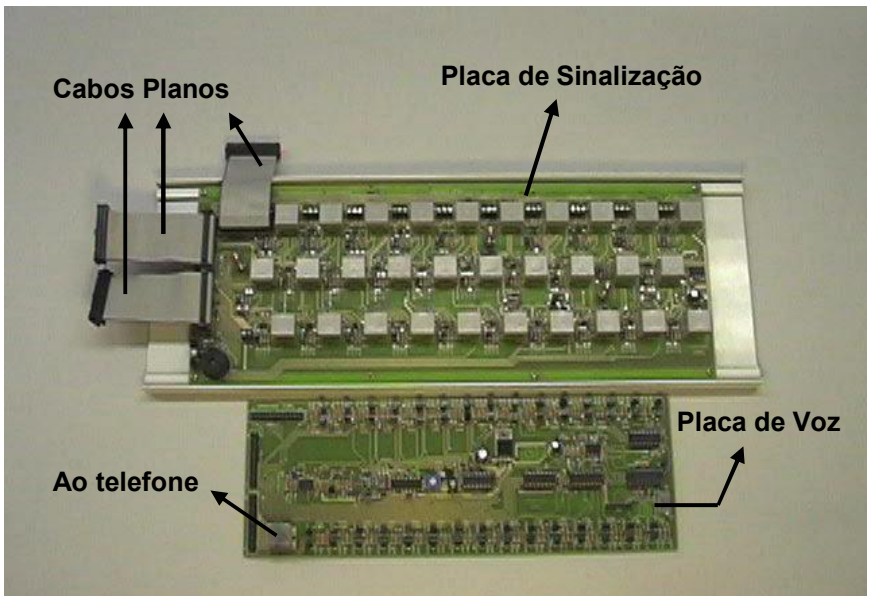

Figura 5 – Placas do Painel
f. Se o Sistema de Chamada for configurado com Viva-Voz, remova as três porcas de fixação da placa de voz bem como os cabos planos que a conectam com a placa de sinalização. Em seguida, remova a placa de voz. Veja a **Figura 5** abaixo.